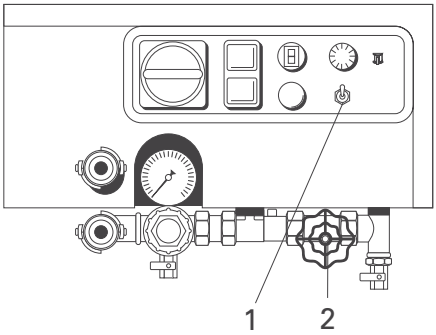

Abb. 16: Bedienelemente
- Kippschalter (Abb. 16, 1) auf „ohne Sonde“ stellen
- den Kippschalter (Abb. 16, 1) auf „mit Sonde” stellen
- Ggf. die Wassermenge mit dem Feinregulierventil (Abb. 16, 2) an der Wasserarmatur optimieren